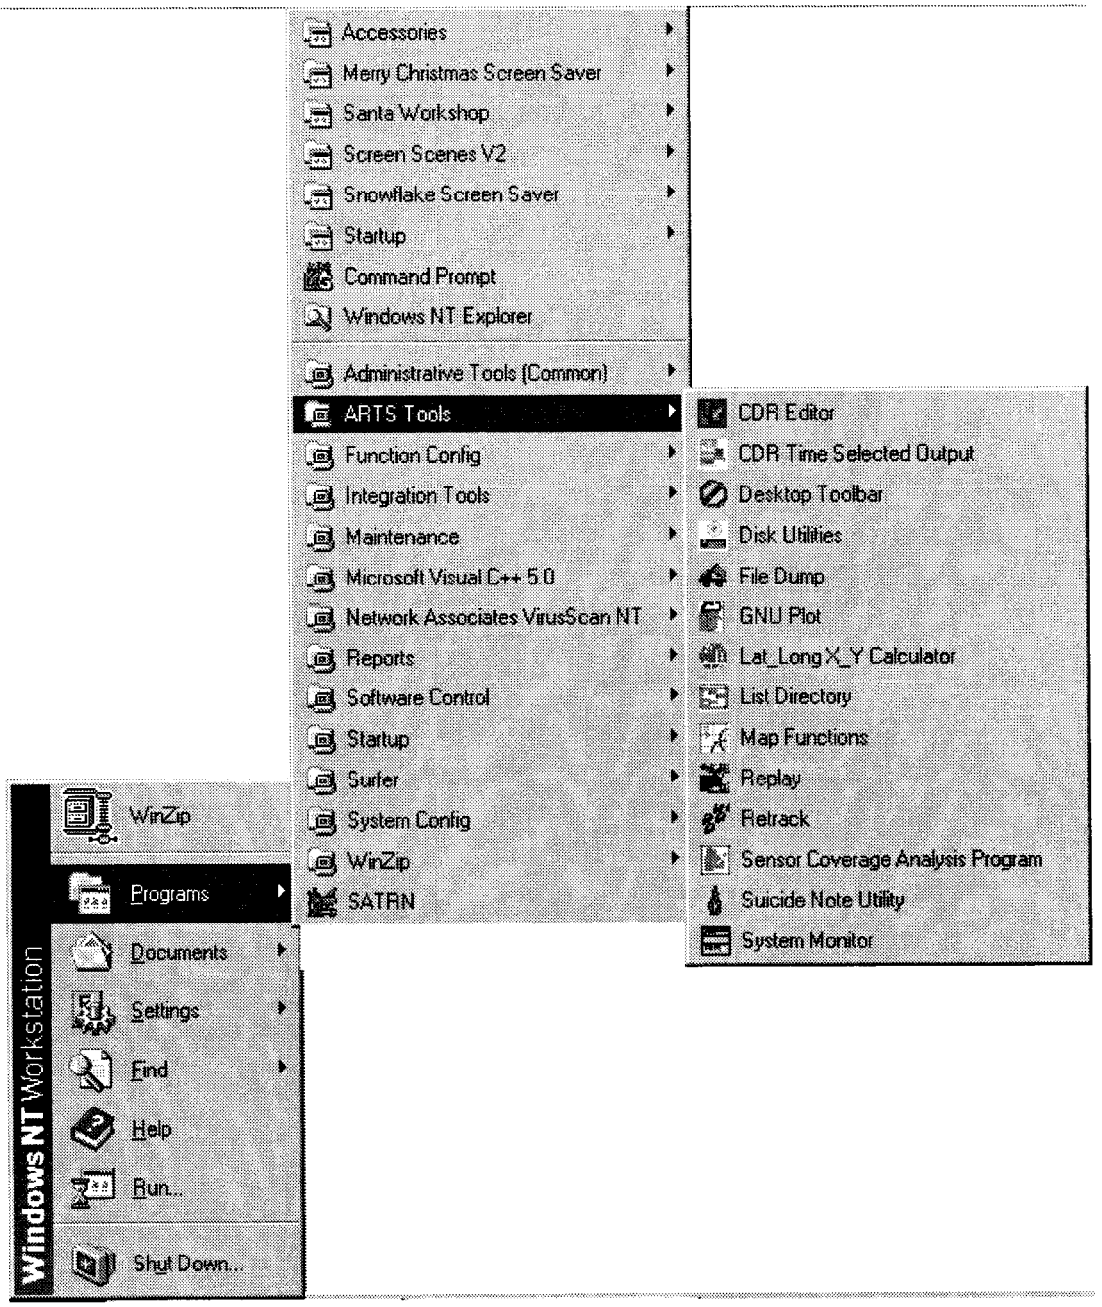

FIGURE 4-81. ARTS TOOLS GROUP WINDOW
2. Observe the ARTS Tools Program group (Figure 4-81).
1. Click CDR Editor (Figure 4-81).